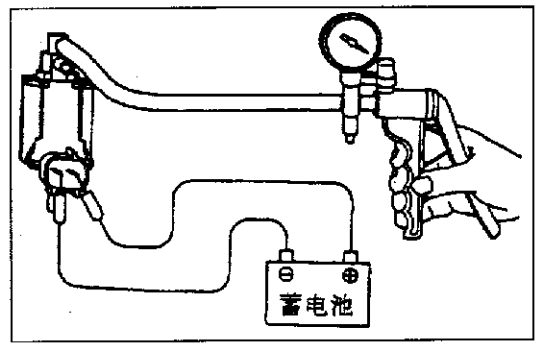

图 2－2－20
(3)将一只手动真空泵接到连接白色条纹真空软管的管接头上，如图 2－2－20 所示。